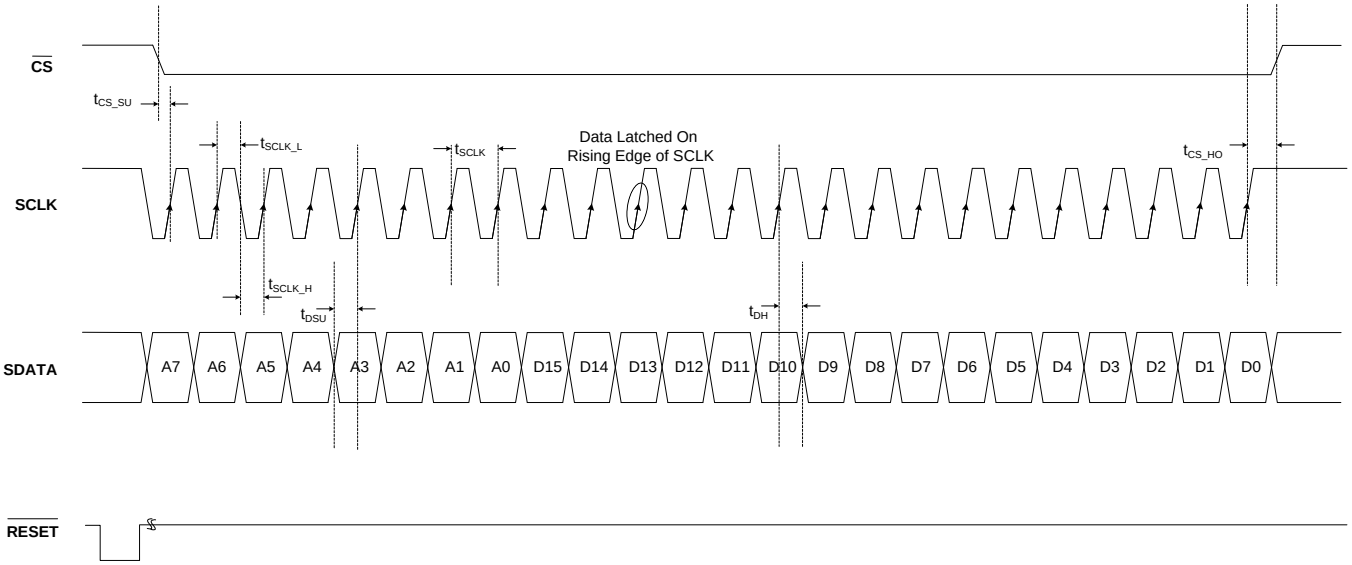
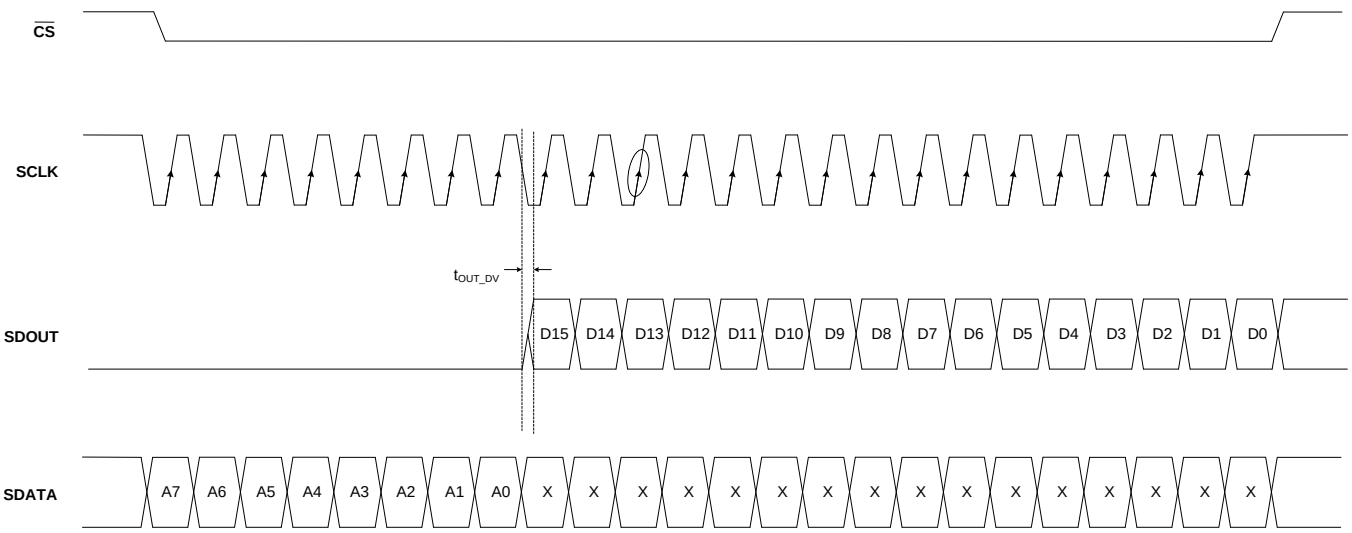

Figure 74. Serial Interface Write Timing Diagram
Figure 76. Serial Interface Read Timing Diagram
1. Either through a hardware reset by applying a low pulse on the $\overline{RESET}$ pin (of widths greater than 50 ns), as shown in Figure 74; or
Table 7. Timing Characteristics for Figure 74 and Figure 76 (1)
(1) Typical values are at T_A = +25°C, minimum and maximum values are across the full temperature range of T_{MIN} = –40°C to T_{MAX} = +85°C, unless otherwise noted.
(2) See Figure 76
To exit serial readout mode, reset the EN_READOUT register bit to '0', which enables writes to all device registers. At this point, the SDOUT pin is in 3-state. A detailed timing diagram for the serial readout mode is shown in Figure 76.